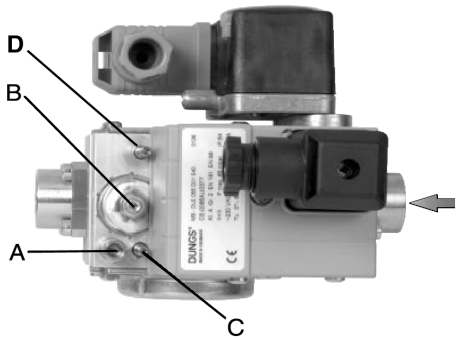
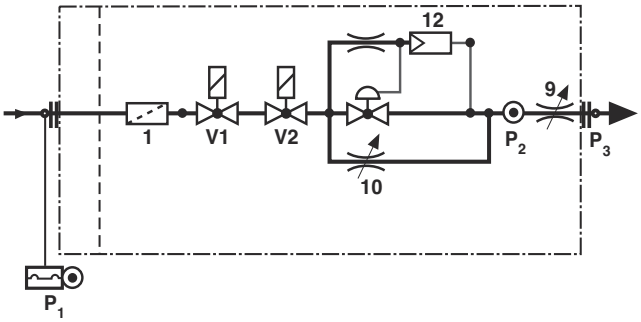

Fig. 8 -**DUNGS MBC 65-DLE**
Fig. 9
A. presa pressione P2 (Fig. 9) a monte valvola D
C. valvola di accensione (n.10 in Fig. 9)
D. valvola di portata massima (n.9 in Fig. 9)
- svitare la vite **A** (Fig. 8) della presa di pressione e collegare il manometro;
- impostare al minimo il regolatore di pressione, girando la vite di regolazione **B** (Fig. 8) in senso antiorario;
- regolare la fiamma durante la fase di accensione utilizzando il by-pass **C** (vd. Fig. 9 n.**10**). Girando in senso orario, la portata del gas diminuisce, mentre aumenta girando in senso antiorario. Si raccomanda di non eccedere con la portata di accensione, pena l'inefficacia dello stabilizzatore **B** (Fig. 8).
Agire sul regolatore di pressione fino a raggiungere la portata desiderata, mediante la vite di regolazione **B** (Fig. 8): per aumentare la portata, girare la vite in senso orario, per ridurla, girare la vite in senso antiorario.
La valvola di regolazione D del riduttore della quantità del gas principale è stata completamente aperta in fabbrica: la sua posizione non deve essere modificata. Dopo avere eseguito tutte le regolazioni, rimuovere il manometro e riavvitare la vite di chiusura A (Fig. 8) nella presa per il manometro.La valvola di regolazione D del riduttore della quantità del gas principale è stata completamente aperta in fabbrica: la sua posizione non deve essere modificata. Dopo avere eseguito tutte le regolazioni, riavvitare la vite di chiusura A (Fig. 8) nella presa per il manometro..